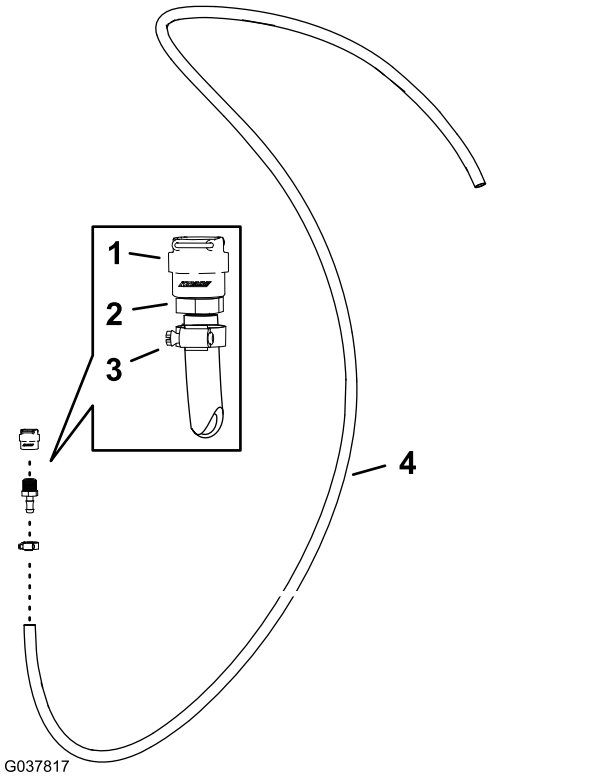

Figura 93
1. Monte el acoplamiento rápido en el acoplamiento dentado recto (½") de la manguera (1,3 cm x 762 cm) con la abrazadera que retiró en el paso Retirada de la pistola de fumigación de la manguera de alimentación (página 19), según se muestra en Figura 93.